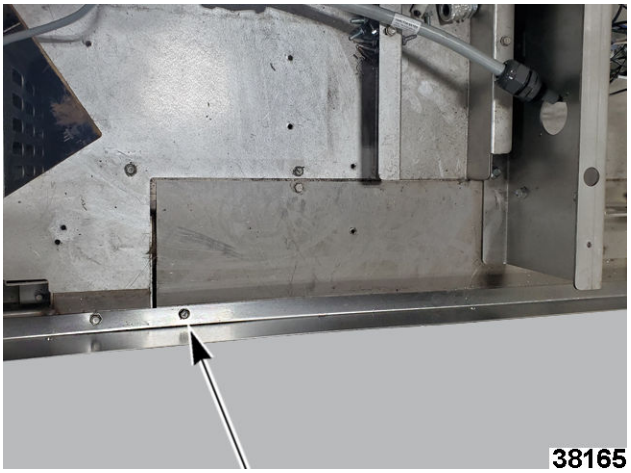

Fig. 89
5. Install hood mounting bracket onto top front edge of oven with 5 drill tip screws (Fig. 89), ensuring bracket remains flush with oven face.